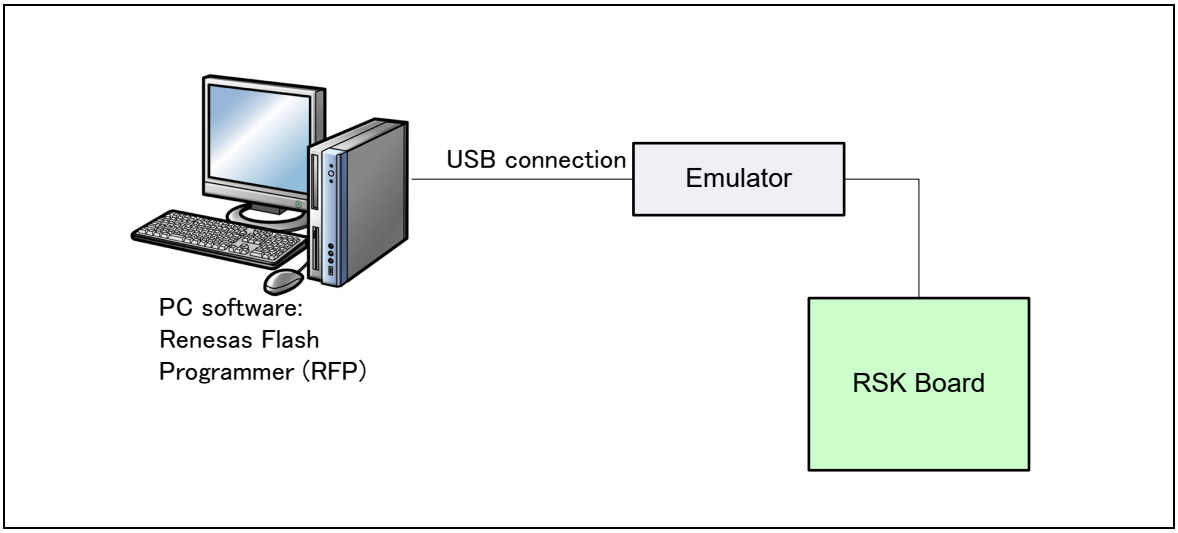

Figure 4-2 Connection Diagram Using an Emulator
c) This program can be written to the user boot area when using an emulator (as in **Figure 4-2**).